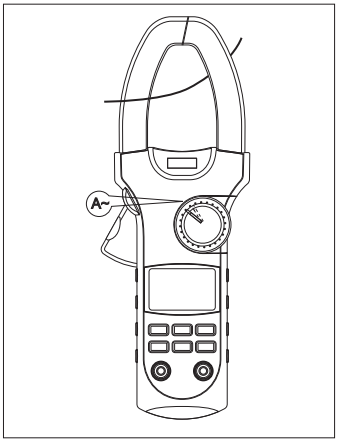

Figure 10
**H. AC Current Measurement** (see figure 10)